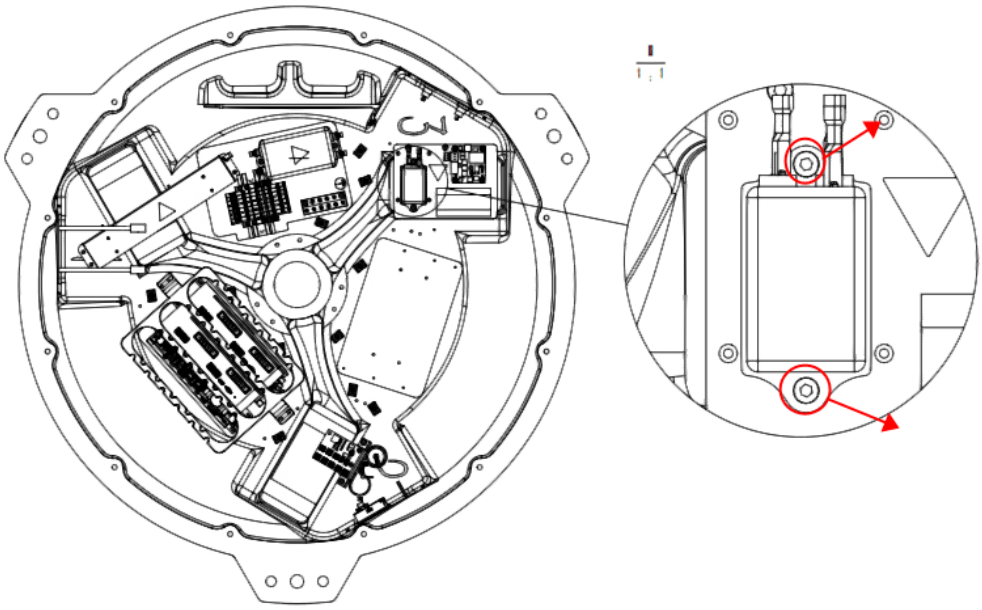

Figure 4-13 Removing the Surge Suppressor's Set Screws
**Step 3** Use an Allen wrench to loosen and remove the fixing screws of the surge suppressor, as shown in Figure 4-13.